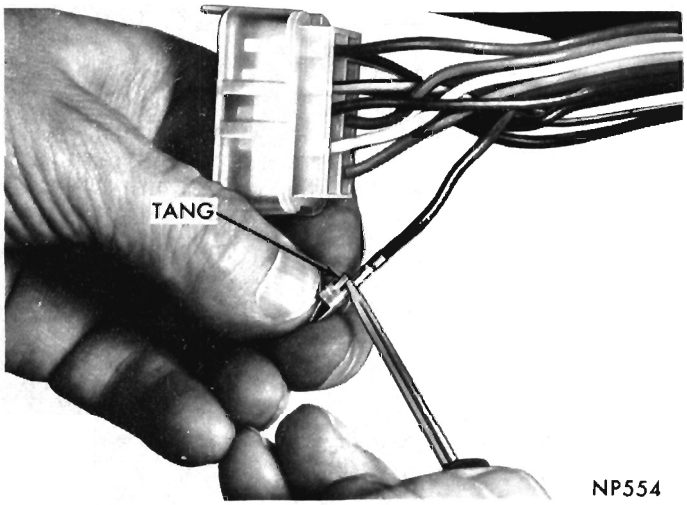

Fig. 11—Spreading Tang on Wire Terminal
(8) Bend turn signal wire terminal tangs outward slightly (Fig. 11).